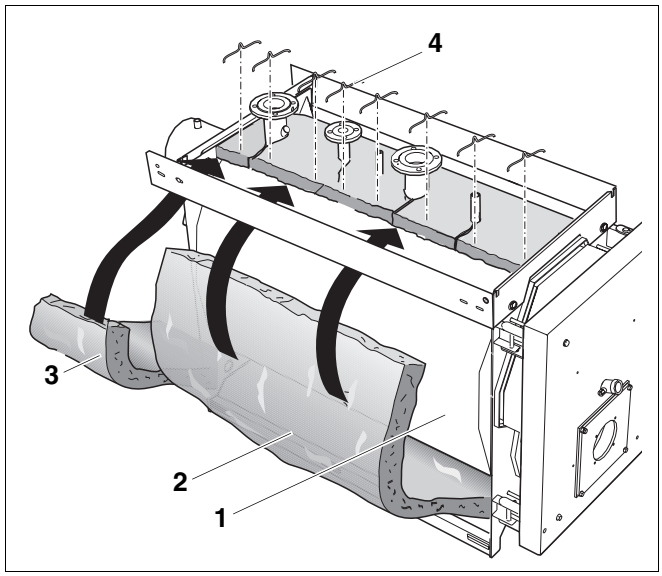

Рис. 20 Установка теплоизоляции корпуса котла, состоящей из двух элементов
Теплоизоляция котлов Logano S635 мощностью более 490 кВт состоит из двух элементов (рис. 20).
Больший элемент теплоизоляции (рис. 20, **поз. 2**) нужно наложить на переднюю стенку, а меньший (рис. 20, **поз. 3**) - на заднюю стенку котла.
- Монтаж большего и меньшего элементов теплоизоляции корпуса котла (рис. 20, **поз. 2** и **3**) проходит аналогично описанному выше в главе 8.6.1 "Монтаж теплоизоляции корпуса котла Logano S635 мощностью от 230 кВт до 420 кВт".